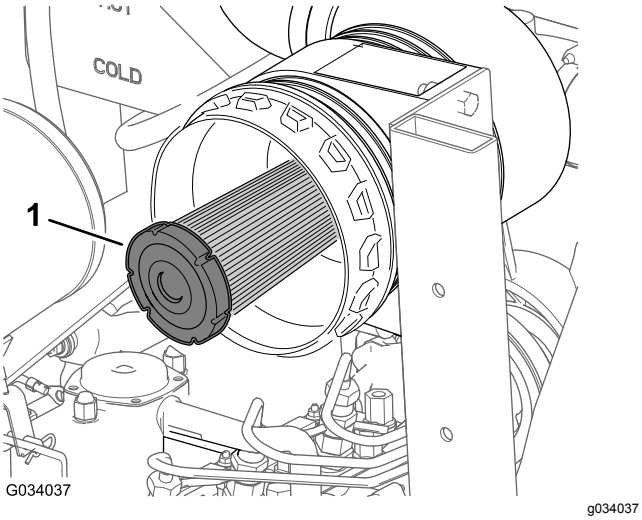

Figur 46
2. Kontroller luftfilterets sikkerhedsfilter for støv og snavs (Figur 46).
Vigtigt: **Forsøg aldrig at rense sikkerhedsfilteret (Figur 46). Udskift sikkerhedsfilteret efter hvert tredje primærfiltereftersyn.**